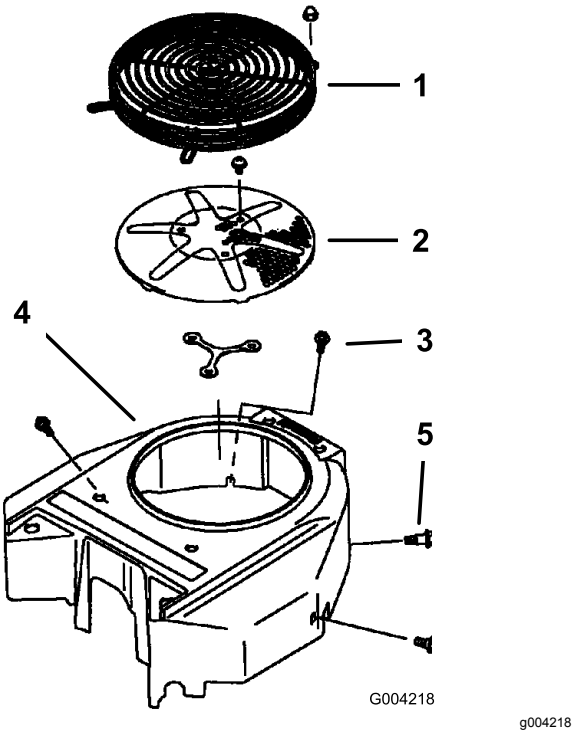

**Figuur 87**
3. Verwijder het luchtinlaatrooster, de terugloopstarter en de ventilatorbehuizing (Figuur 87).
5. Verwijder de luchtinlaatroosters, de terugloopstarter en de ventilatorbehuizing (Figuur 87).